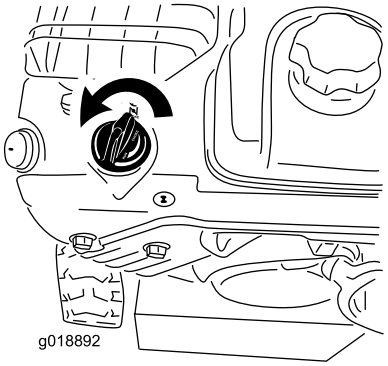

Figur 24
5. Drei choken til Choke-stilling (Figur 24).